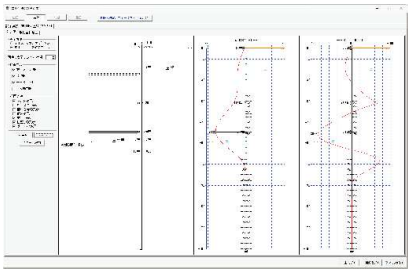

図4 解析結果の例（3次掘削時+撤去）
(3) 設定した掘削ケースの後に、支保工撤去ケースが追加された解析が行われます（図4）。